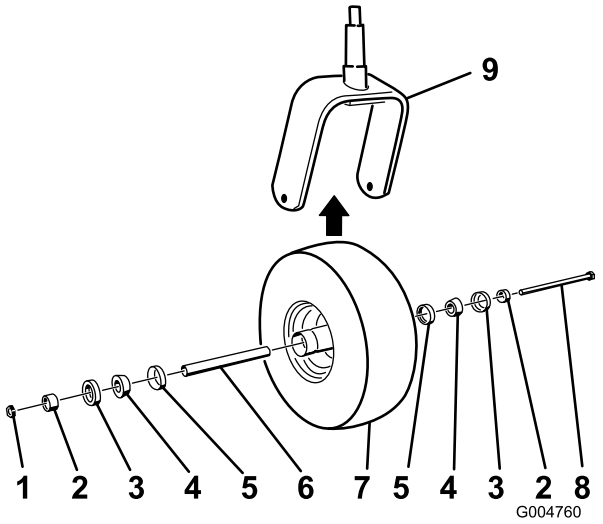

Figur 48
2. Lossa låsmuttern från skruven som fäster svänghjulet i hjulgaffeln (Figur 48).
5. Montera svänghjulet genom att föra in konlagren och packningarna, tätade med fett, i hjulnavet, så som visas i Figur 48.